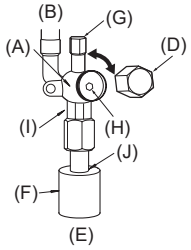

Abb. 4-7
2. Flüssigkeitsseite (Abb. 4-7)